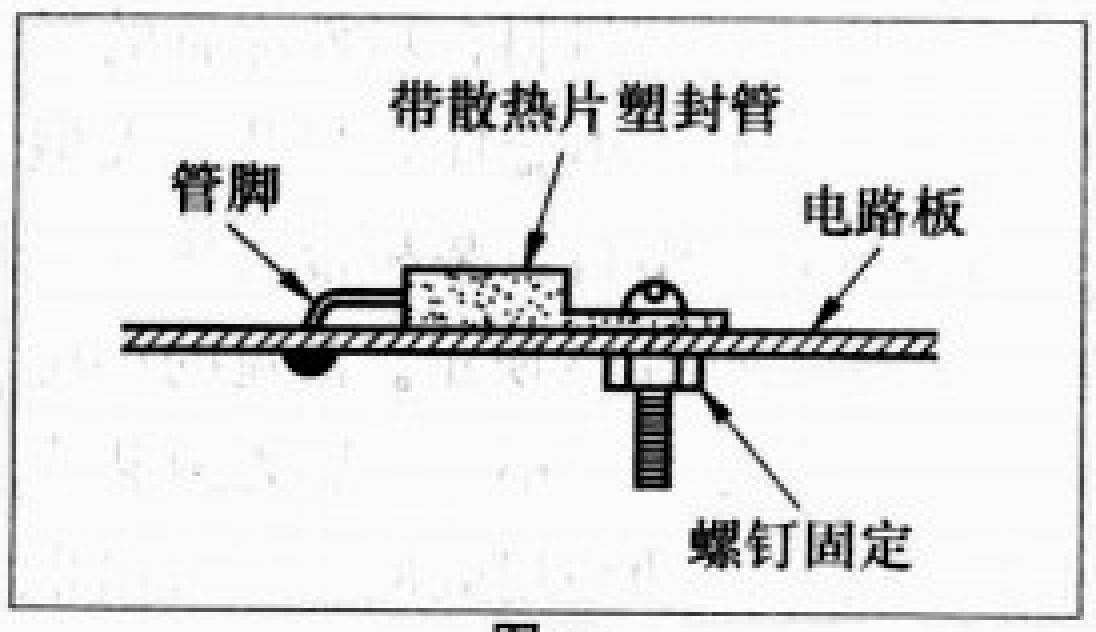

图24
4.带散热片塑封半导体管一般可直接垂直焊入电路板，也可如图24所示用螺钉将带散热片塑封半导体管水平固定在电路板上，其引脚弯曲后焊入电路，这样可利用电路板提高散热效果。